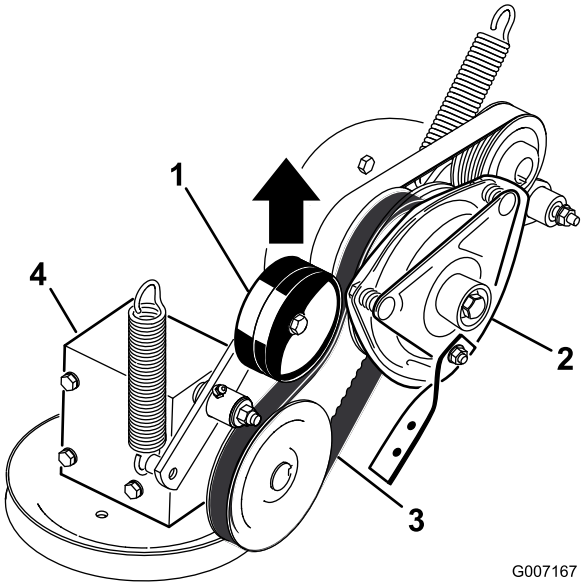

Figur 61
4. Dra upp kraftuttagsdrivremmens fjäderbelastade remskiva och lossa remmen från kopplingsskivan (Figur 61).
16. Dra upp kraftuttagsdrivremmens fjäderbelastade remskiva och montera den på kopplingsskivan (Figur 61).